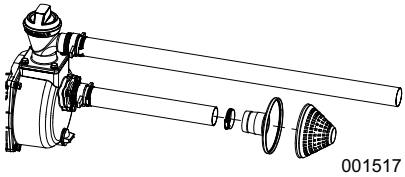

Figura 2-6.Accesorio de cesta de aspiración típico
4. Vea la *Figura 2-6*. Conecte la cesta de aspiración en la manguera de aspiración.